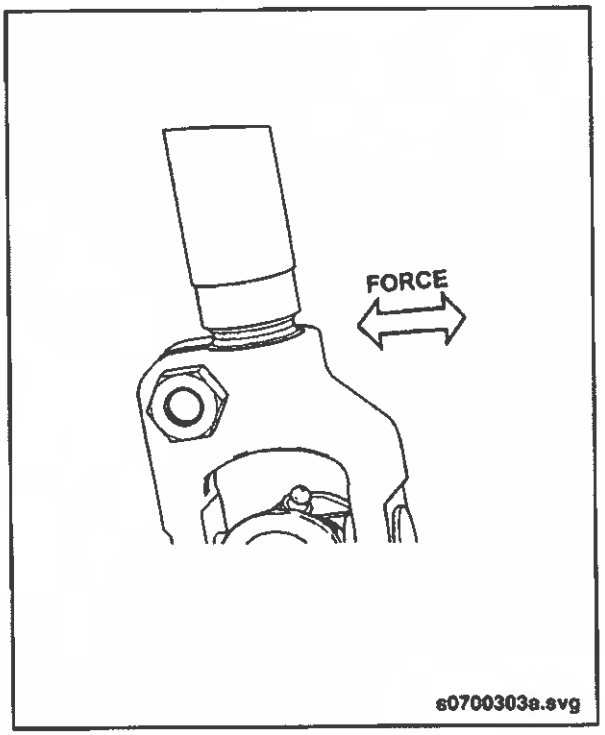

Fig. PM-7: Steering Driveshaft End Yoke Inspection
a. Apply lateral side to side force on each end yoke and note the deflection in the area where the end yoke splines are clamped to the attaching component. See "Fig. PM-7: Steering Driveshaft End Yoke Inspection" on page 20.